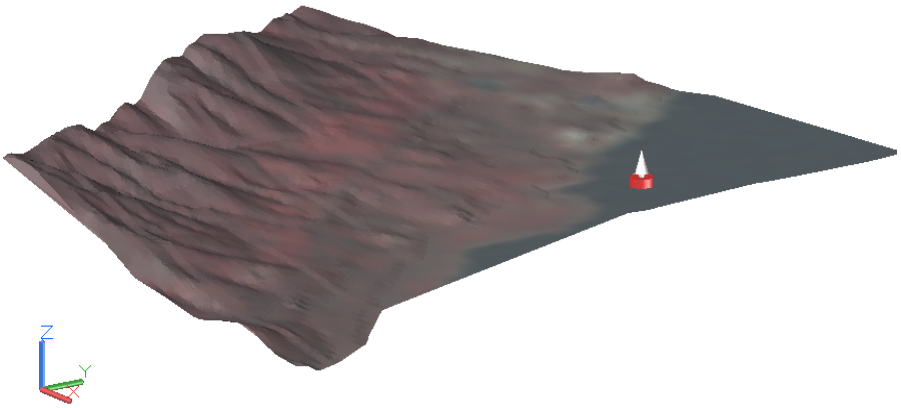

Figure 3-81 *The surface with the draped raster image*
4. Choose the **Orbit** tool from the **Navigation 2D** panel of the **View** tab and orient the drawing to a suitable viewing angle. Exit the **Orbit** tool by pressing the ESC key. The drawing area now shows the surface with draped raster image, as shown in Figure 3-81.